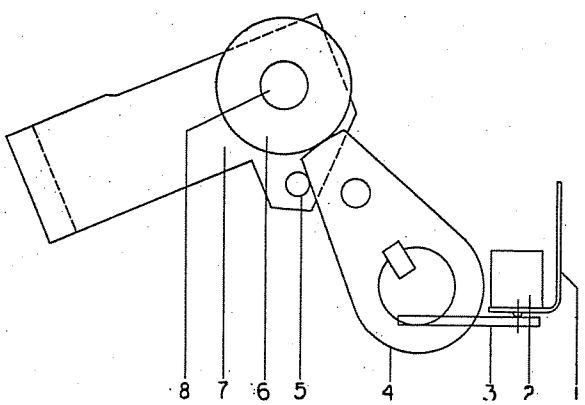

Figure 14 (0121C8152) Latch Checking Switch
Refer to Figure 14. Charge the closing springs sufficiently to reset the mechanism linkage. Rotate the trip latch (4) by pressing the manual trip lever to open the latch checking switch (2). Allow the trip latch to reset slowly and determine the point at which the contacts are made by using a circuit continuity tester (light indicator, bell set, etc). The contacts of the latch checking switch should just make when the gap between the trip latch (4) and the stop pin (5) located on the latch roller link (7) is 1/16". There should be a minimum of 1/64" between the switch arm (3) and the switch support (1). To obtain adjustment of the latch checking switch, bend the latch checking switch arm (3).